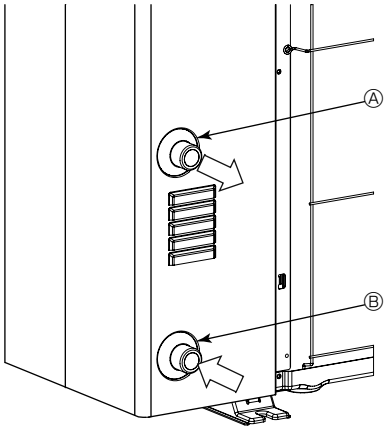

Fig. 5-1
5.1. Wasserrohrverbindungen (Fig. 5-1)
- Einlaß- und Auslaßleitungspositionen werden in Fig. 5-1 gezeigt.
[Fig. 5-1]